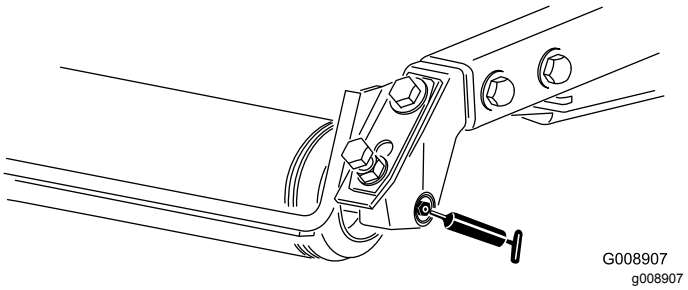

Figur 36
- Bakre valselagre (2 per klippeenhet) – Figur 36